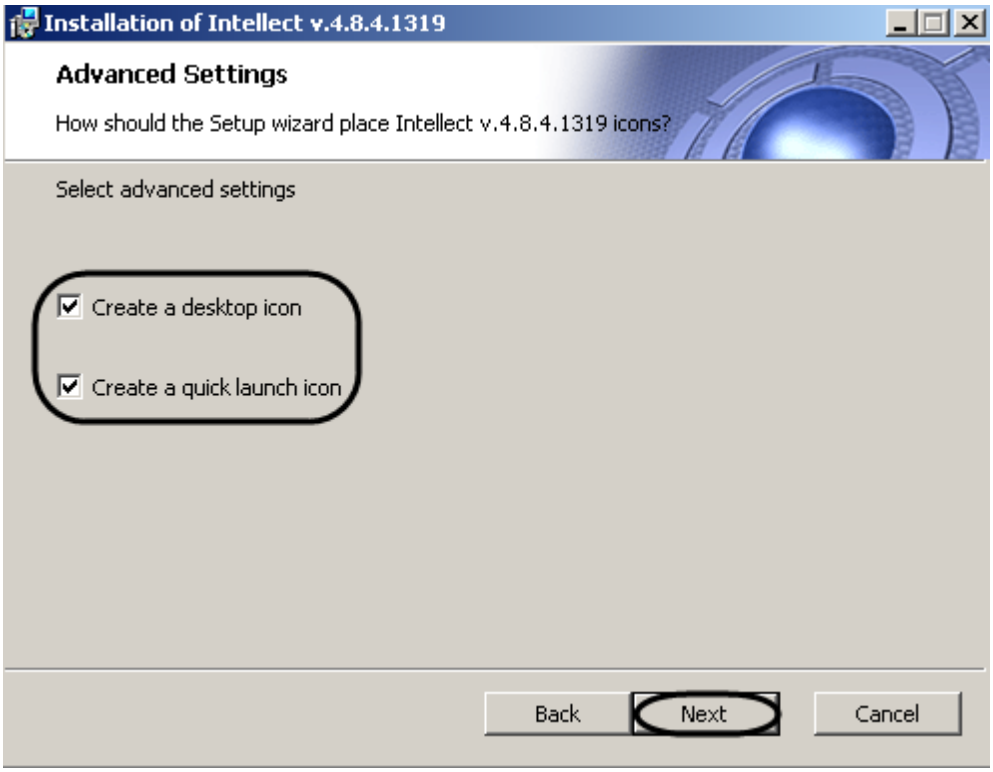

Figure 5.1-37 The “Advanced settings” dialog box
The “Advanced settings” dialog box is displayed (Figure 5.1-37).
16. If a desktop icon is to be created, set the corresponding checkbox (Figure 5.1-37).
17. If a quick launch icon is to be created, set the corresponding checkbox (Figure 5.1-37).
18. Click the “Next” button (Figure 5.1-37).